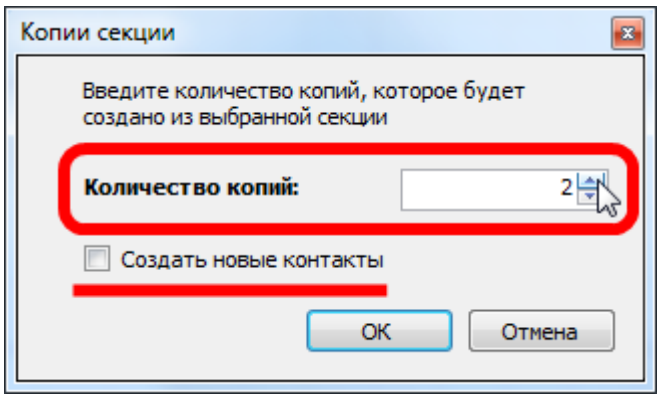

Рис. 236. Окно «Копии секции»
2. В появившемся окне «Копии секции» указать количество копий секции, которое необходимо создать, см. Рис. 236. Если поле «Создать новые